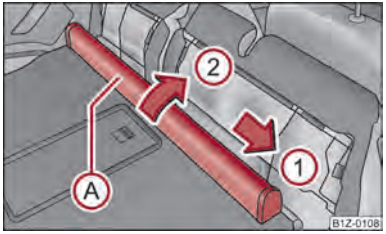

Fig. 65 Rear seats: Luggage net partition housing
– Push the luggage net partition housing Ⓐ ⇒ fig. 65 in the direction of arrow ① and take it out of the mount of the rear seats in the direction of arrow ②. ▶